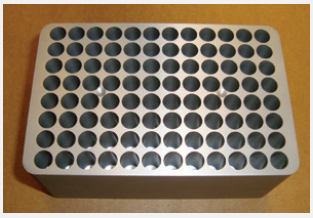

Fig. 4. Plate support block.
- **Plate support block (Figure 4)** — reversible 96/384-well plate support block